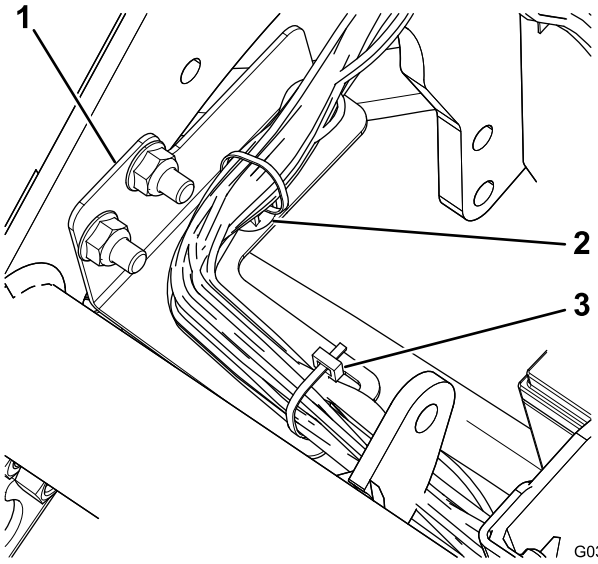

図 5
7. ハーネスブラケットにハーネスを固定するプッシュマウントとケーブルタイを使用図 5。